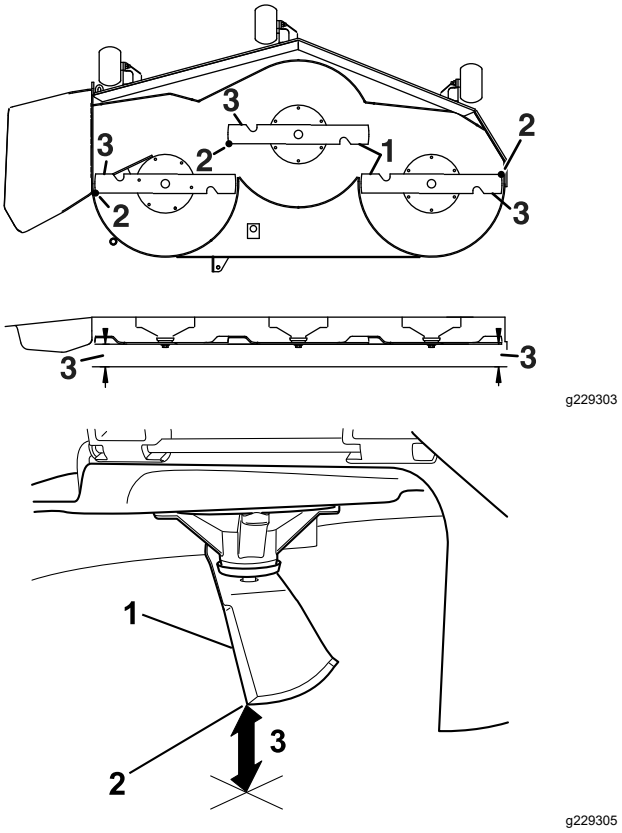

**Figuur 81**
6. Meet de afstand tussen de mespunt en het vlakke oppervlak (Figuur 81). Als de afstanden meer dan 5 mm verschillen, stel dan de schuinstand af; ga door met deze procedure.
12. Draai het maaimes voorzichtig in dwarsrichting horizontaal (Figuur 81).